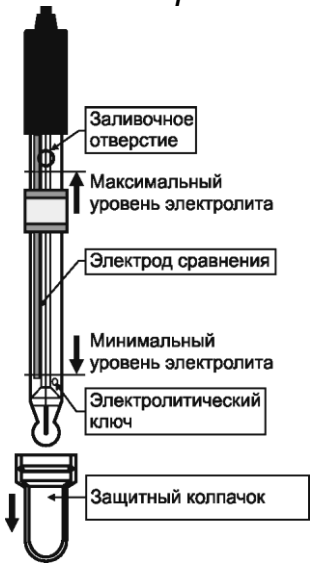
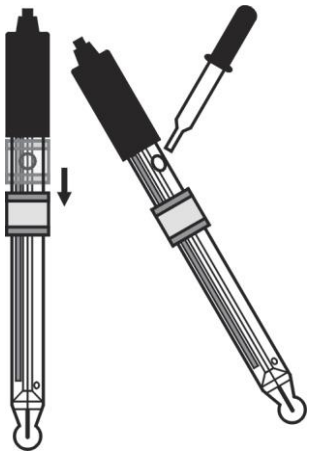

Рис. 1
Рис. 2
4.3 Проверить уровень электролита в электроде, он должен находится в пределах, показанных на рис. 1. При необходимости в электрод следует долить раствор KCl с концентрацией 3 моль/дм^3. Для этого нужно сдвинуть вниз защитный поясок, закрывающий заливочное отверстие и заполнить электрод электролитом до уровня заливочного отверстия (рис. 2).
5.3 Уровень электролита в электроде должен поддерживаться в пределах, показанных на рис. 1. При необходимости электролит следует доливать в электрод через заливочное отверстие.